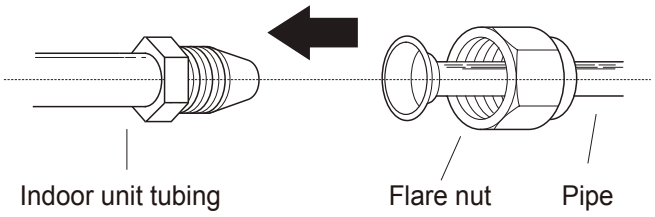

Fig. 5.7
1. Align the center of the two pipes that you will connect. See**Fig. 5.7**.